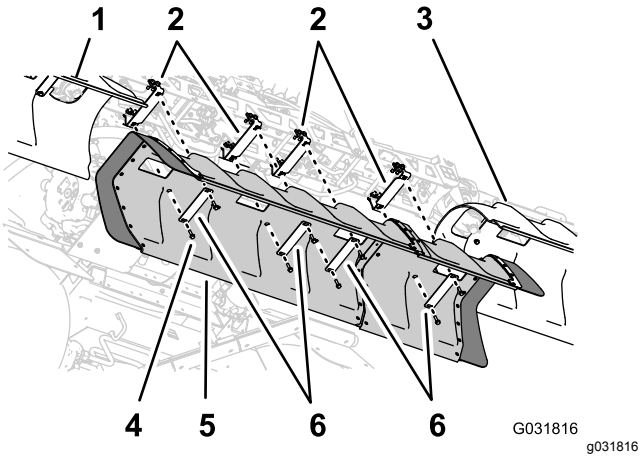

Figur 237
1. Rikta in hålen i centersektionskåpan med hålen i centersektionskåpans stödfästen (Figur 237).
2. Rikta in hålen i två av kåpremmarna som du tog bort i steg 1 i 10 Ta bort centersektionskåpan (elva munstycken) på den täckta sprutrampssatsen (tillval) (sida 22) mot slangen i kåpan och två av stödfästena (Figur 237).
4. Rikta in hålen i de två kåpremmarna (Toro-artikelnr 120-0629) med de fyra återstående hålen i kåpan och de fyra återstående hålen i stödfästena (Figur 237).
5. Montera kåpremmarna och kåpan på stödfästena (Figur 237) med de fyra flänsskruvarna (5/16 x 1 1/4 tum – Toro-artikelnr 323-36).